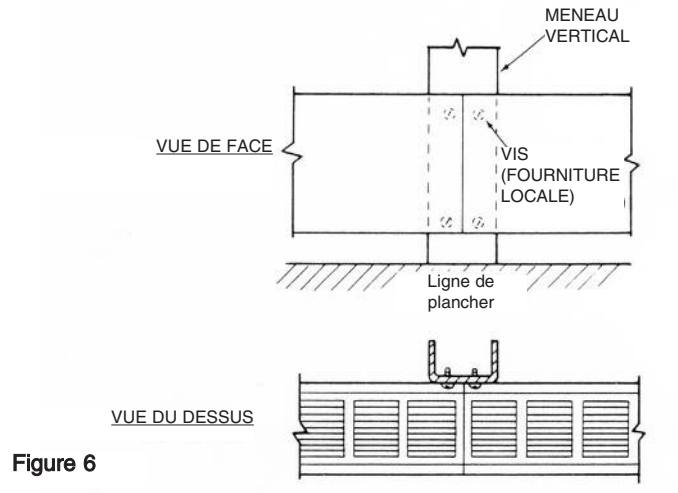

Figure 6
1. Fixez le carter au meneau en utilisant les trous de montage dans les boîtiers de raccordement, comme montré en Figure 6.